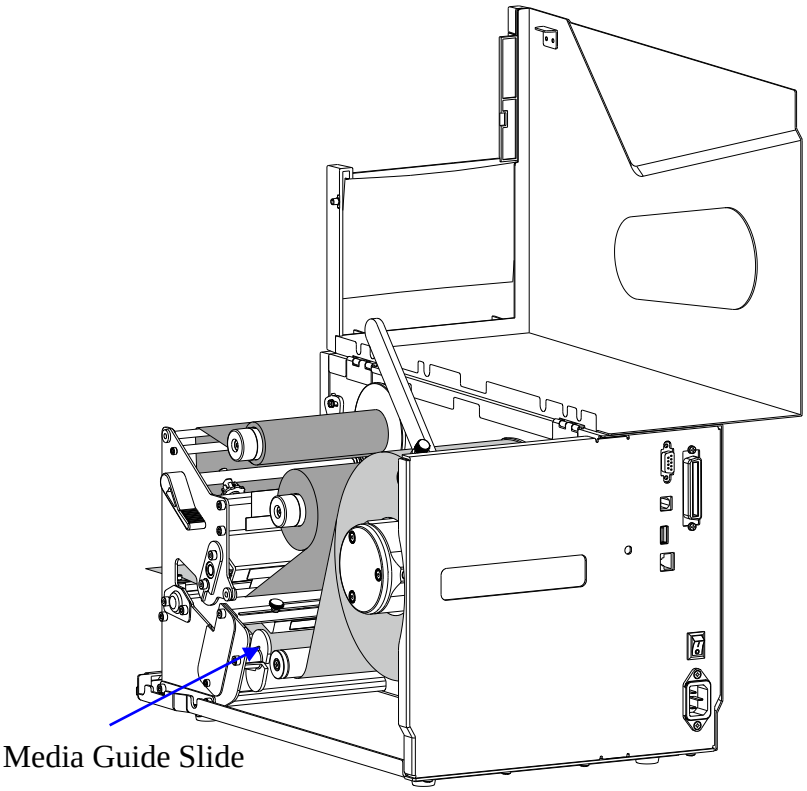

Figure 2-18 Move the Media Guide Slide
5. Move the Media Guide Slide to touch the edge of the media, making sure not to pinch or squeeze the media; keep the media flat and smooth. As shown in Figure 2-18.